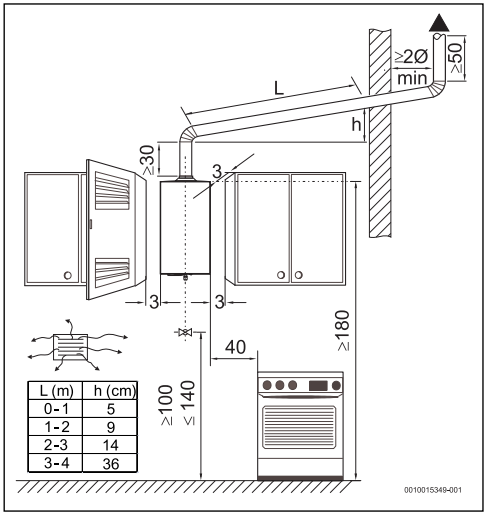

Fig. 12 Distâncias mínimas (cm)
- Respeitar as medidas mínimas de instalação indicadas na Fig. 12.
- ▶ Assegurar o bom acesso nos trabalhos de manutenção, respeitando as distâncias mínimas indicadas na Fig. 12.